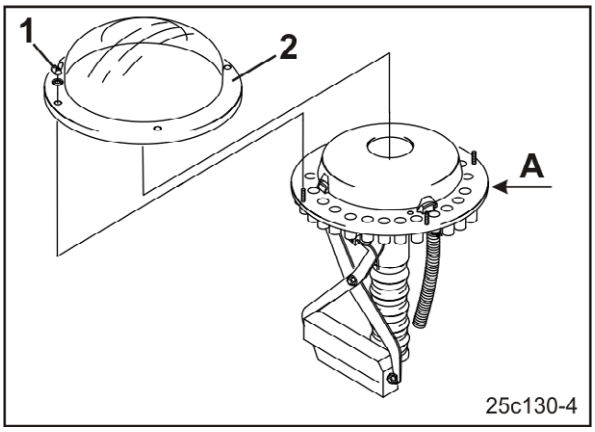

**Fig. 224**
3. Desserrez les écrous à oreilles (Fig. 224/1) et déposez le capot en plastique transparent (Fig. 224/2) de la tête de distribution.
5. Eliminez les impuretés entre le disque de base et la platine de commande (Fig. 224/A) à l'air comprimé.
6. Reposez le capot en plastique (Fig. 224/2).
7. Fixez le capot en plastique avec les écrous à oreilles (Fig. 224/1).